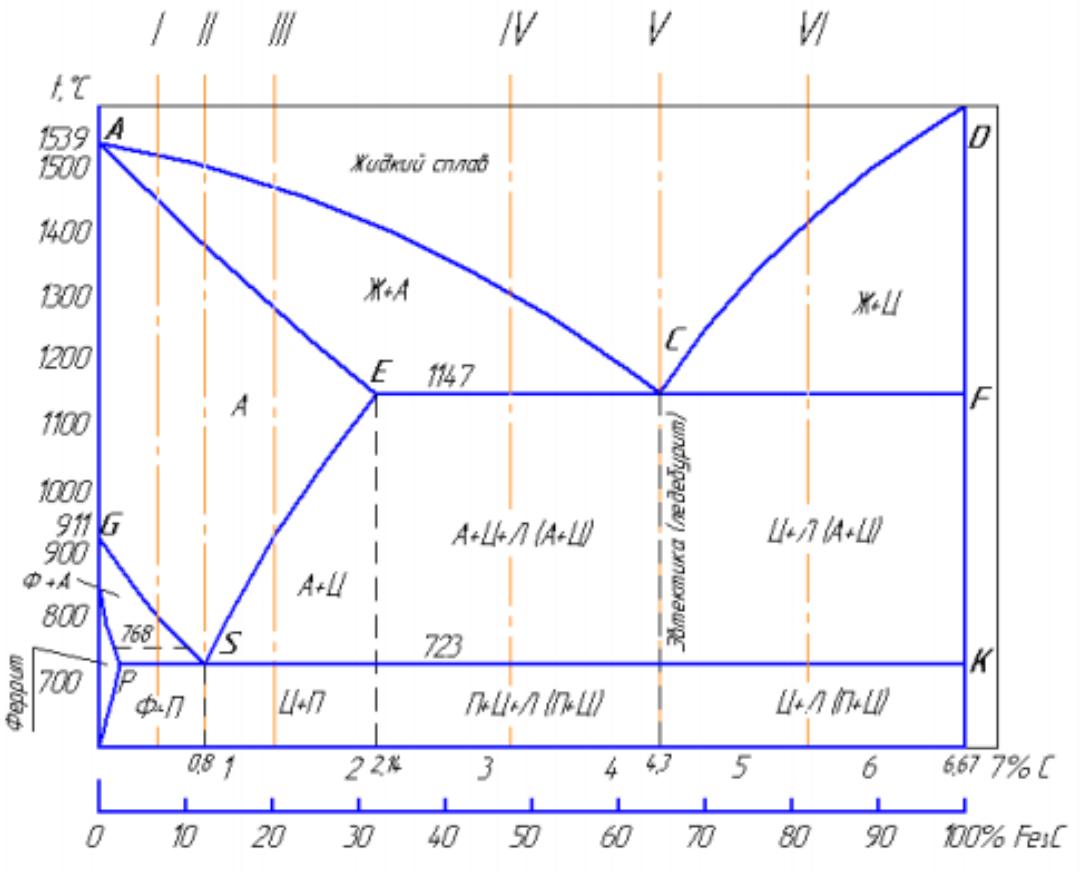

Рисунок 1.1 – Диаграмма состояния сплавов Fe-Fe3C
1. По диаграмме состояния железоуглеродистых сплавов (рисунок 1.1) построить кривую охлаждения для сплава с указанным в таблице 1.1 содержанием углерода.